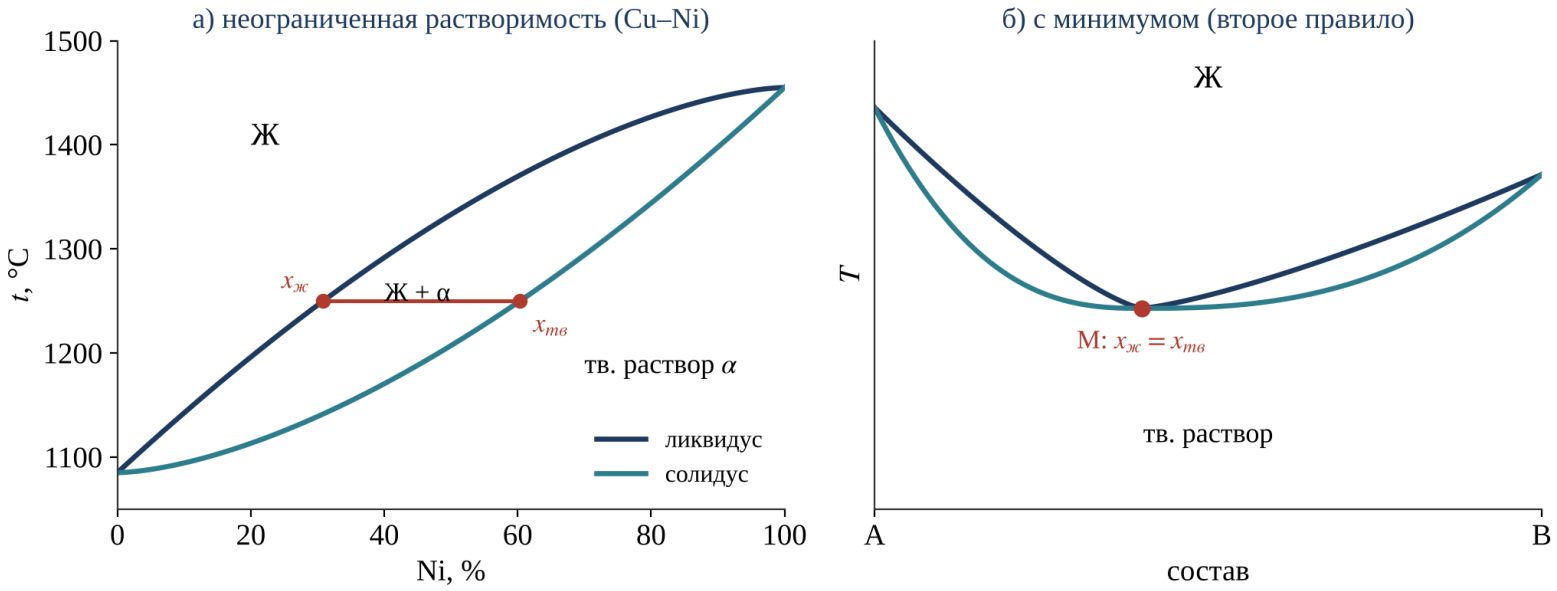

Рис. 5. Неограниченные твёрдые растворы: а) Cu–Ni (схема); б) с минимумом
- На схеме рис. 5а нода при 1250 °C соединяет жидкость (около 31 % Ni) и твёрдый раствор (около 60 % Ni): никель повышает $T_{пл}$, поэтому твёрдая фаза им обогащена.